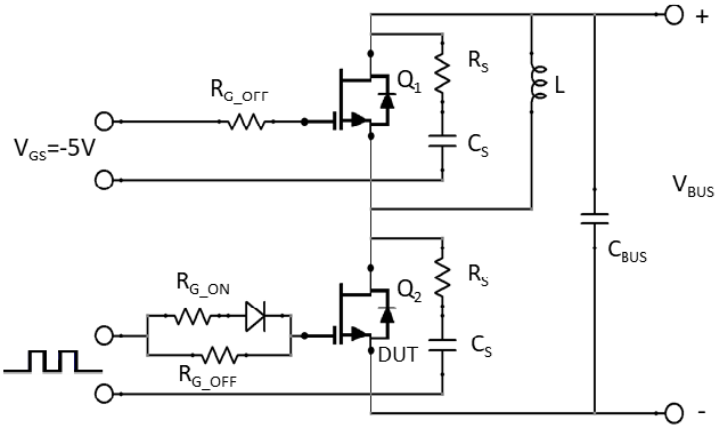

Figure 29. Clamped Inductive Load Switching Test Circuit. An RC Snubber (R_S = 5 Ω and C_S = 150 pF) is required to Improve the Turn-off Waveforms.
4. The switching performance are evaluated with a RC snubber circuit as shown in Figure 29.